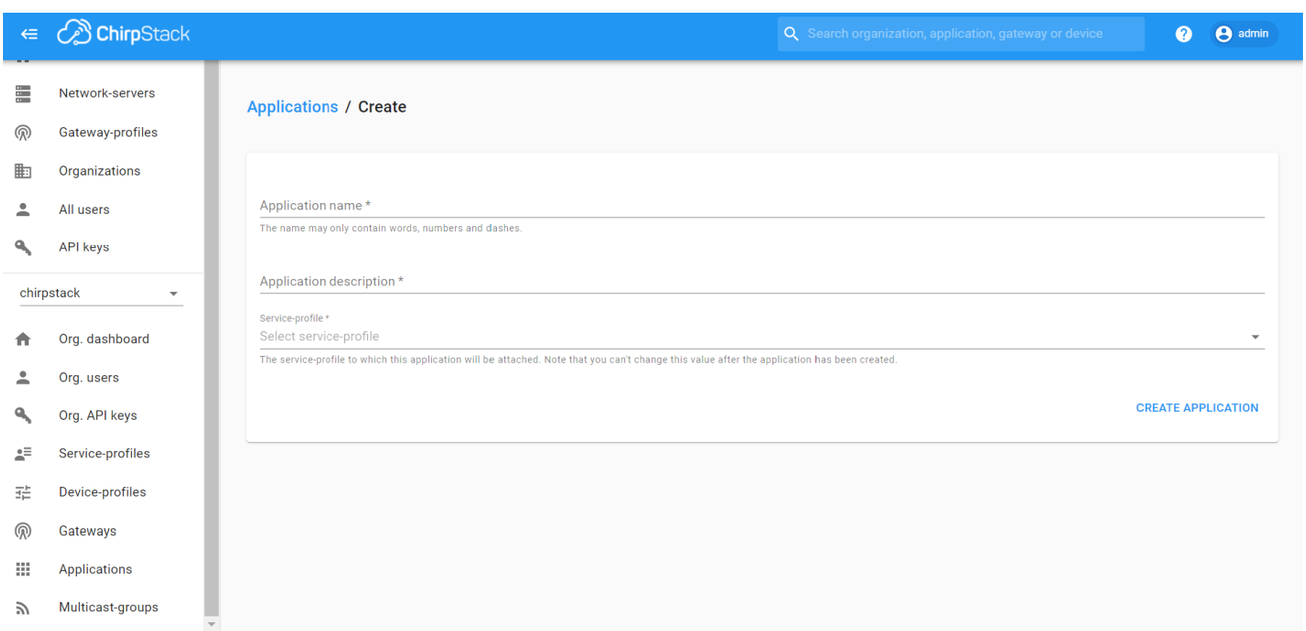
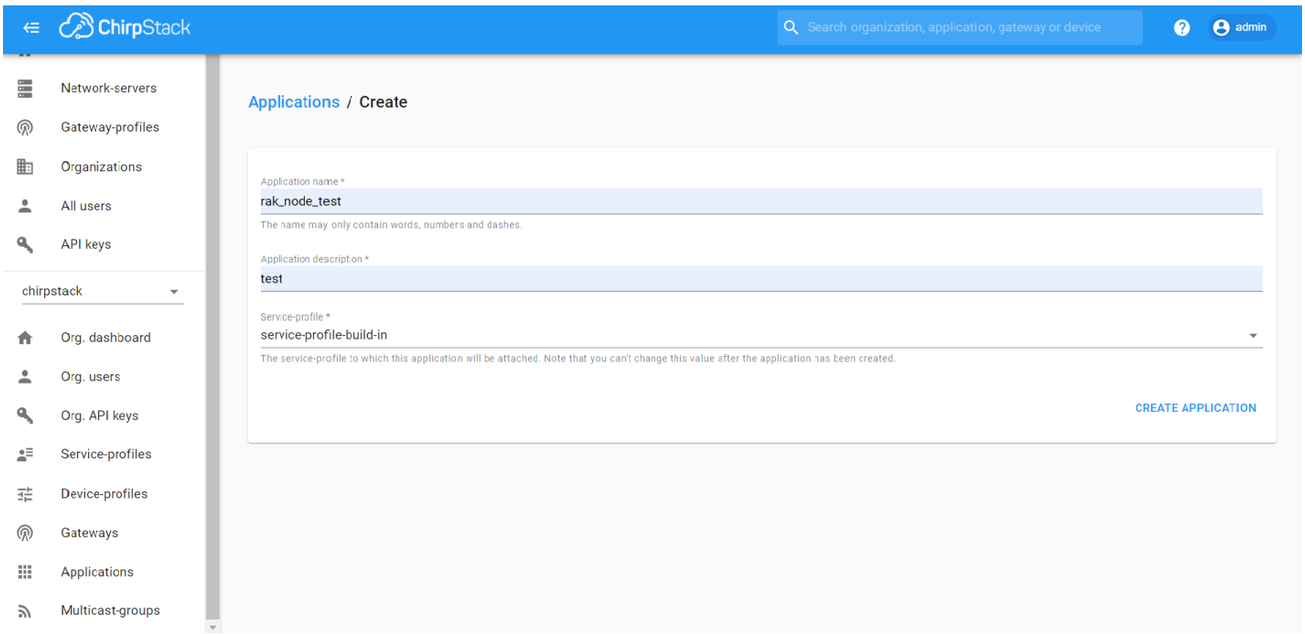

Figure 31: Creating a new Application
Figure 32: Filling the Application Parameters
2. By default, a new Application should be created, although it is possible to reuse the existing ones. For this setup, create a new Application by clicking on the "**+ CREATE**" button and filling in the required parameters, as shown in **Figure 31** and **Figure 32**.
3. For this setup, create an Application named "**rak_node_test**". Fill in the required parameters, as shown in **Figure 32**.